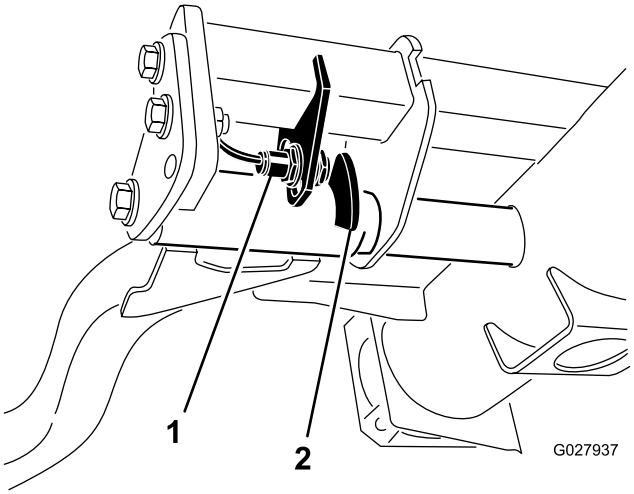

**Figur 38**
2. Løftearmskontakten er placeret under hydrauliktanken bag løftearmen forrest til højre (Figur 38).